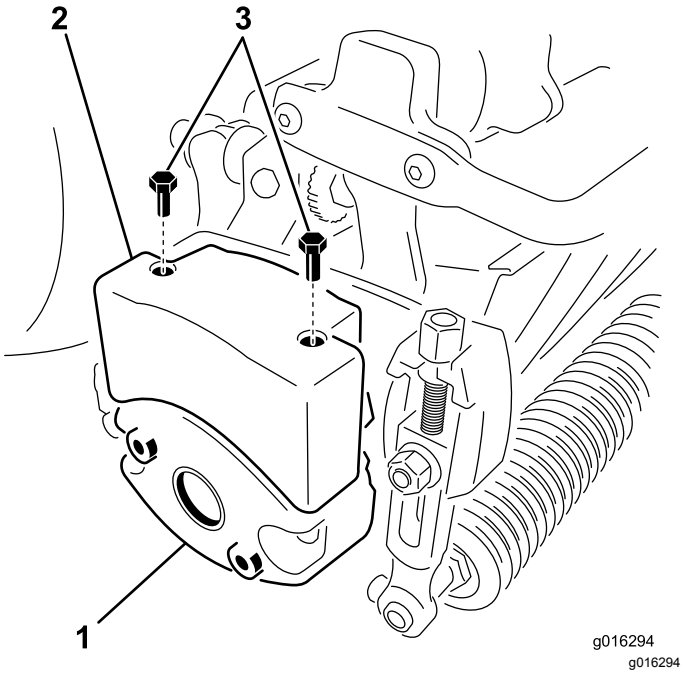

Figur 10
4. Ta bort de två bultar som fäster vikten på sidan av klippenheten (Figur 10).
6. Montera en övre vikt på klippenhetens vikt med två sexkantskruvar (Figur 10).